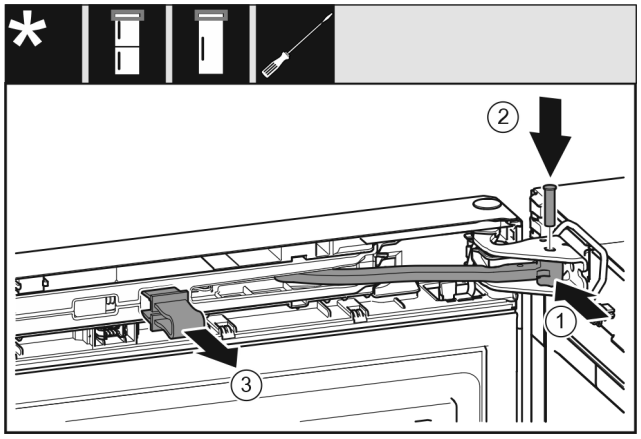

Fig. 72
▶ Otočte kloub *Fig. 72 (1)* ve stojanu ložiska.
▶ Vložte čep *Fig. 72 (2)* do stojanu ložiska a kloubu. Přitom dávejte pozor, aby byla zajišťovací vačka správně usazena v drážce.
▶ Pojistku *Fig. 72 (3)* vytáhněte.